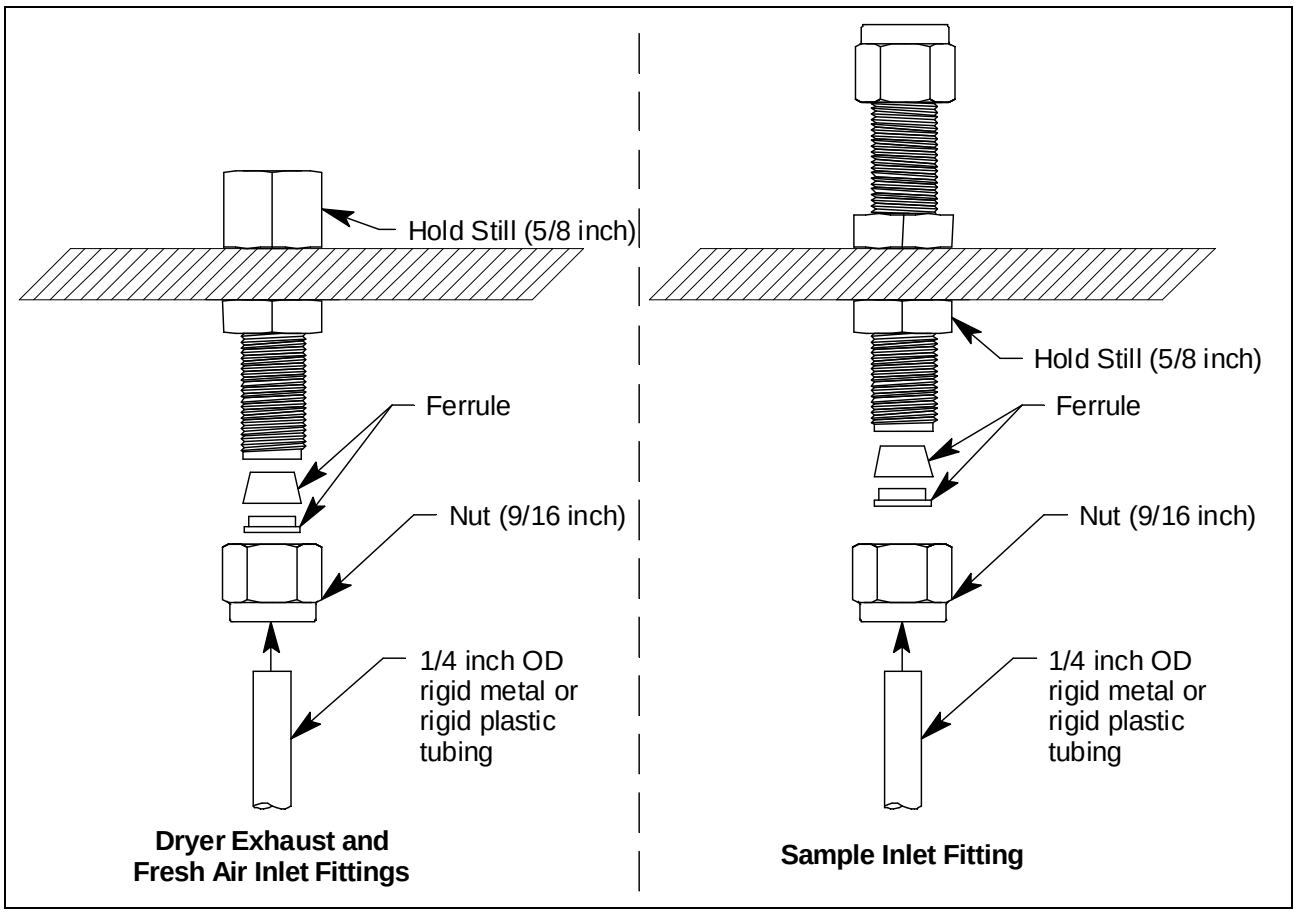

Figure 19: Compressed Fitting Connection
2. Before tightening the nut, be sure to hold the fitting still so it does not rotate using a 5/8 inch open-end wrench or an adjustable wrench. The dryer exhaust and fresh air inlet fittings will have to be held from the inside of the housing while the sample inlet fitting will have to held from the outside (see Figure 19). While holding the fitting still, firmly tighten the nut with a 9/16 inch open-end wrench or an adjustable wrench so the ferrules crimp onto the sample tubing and make a seal.